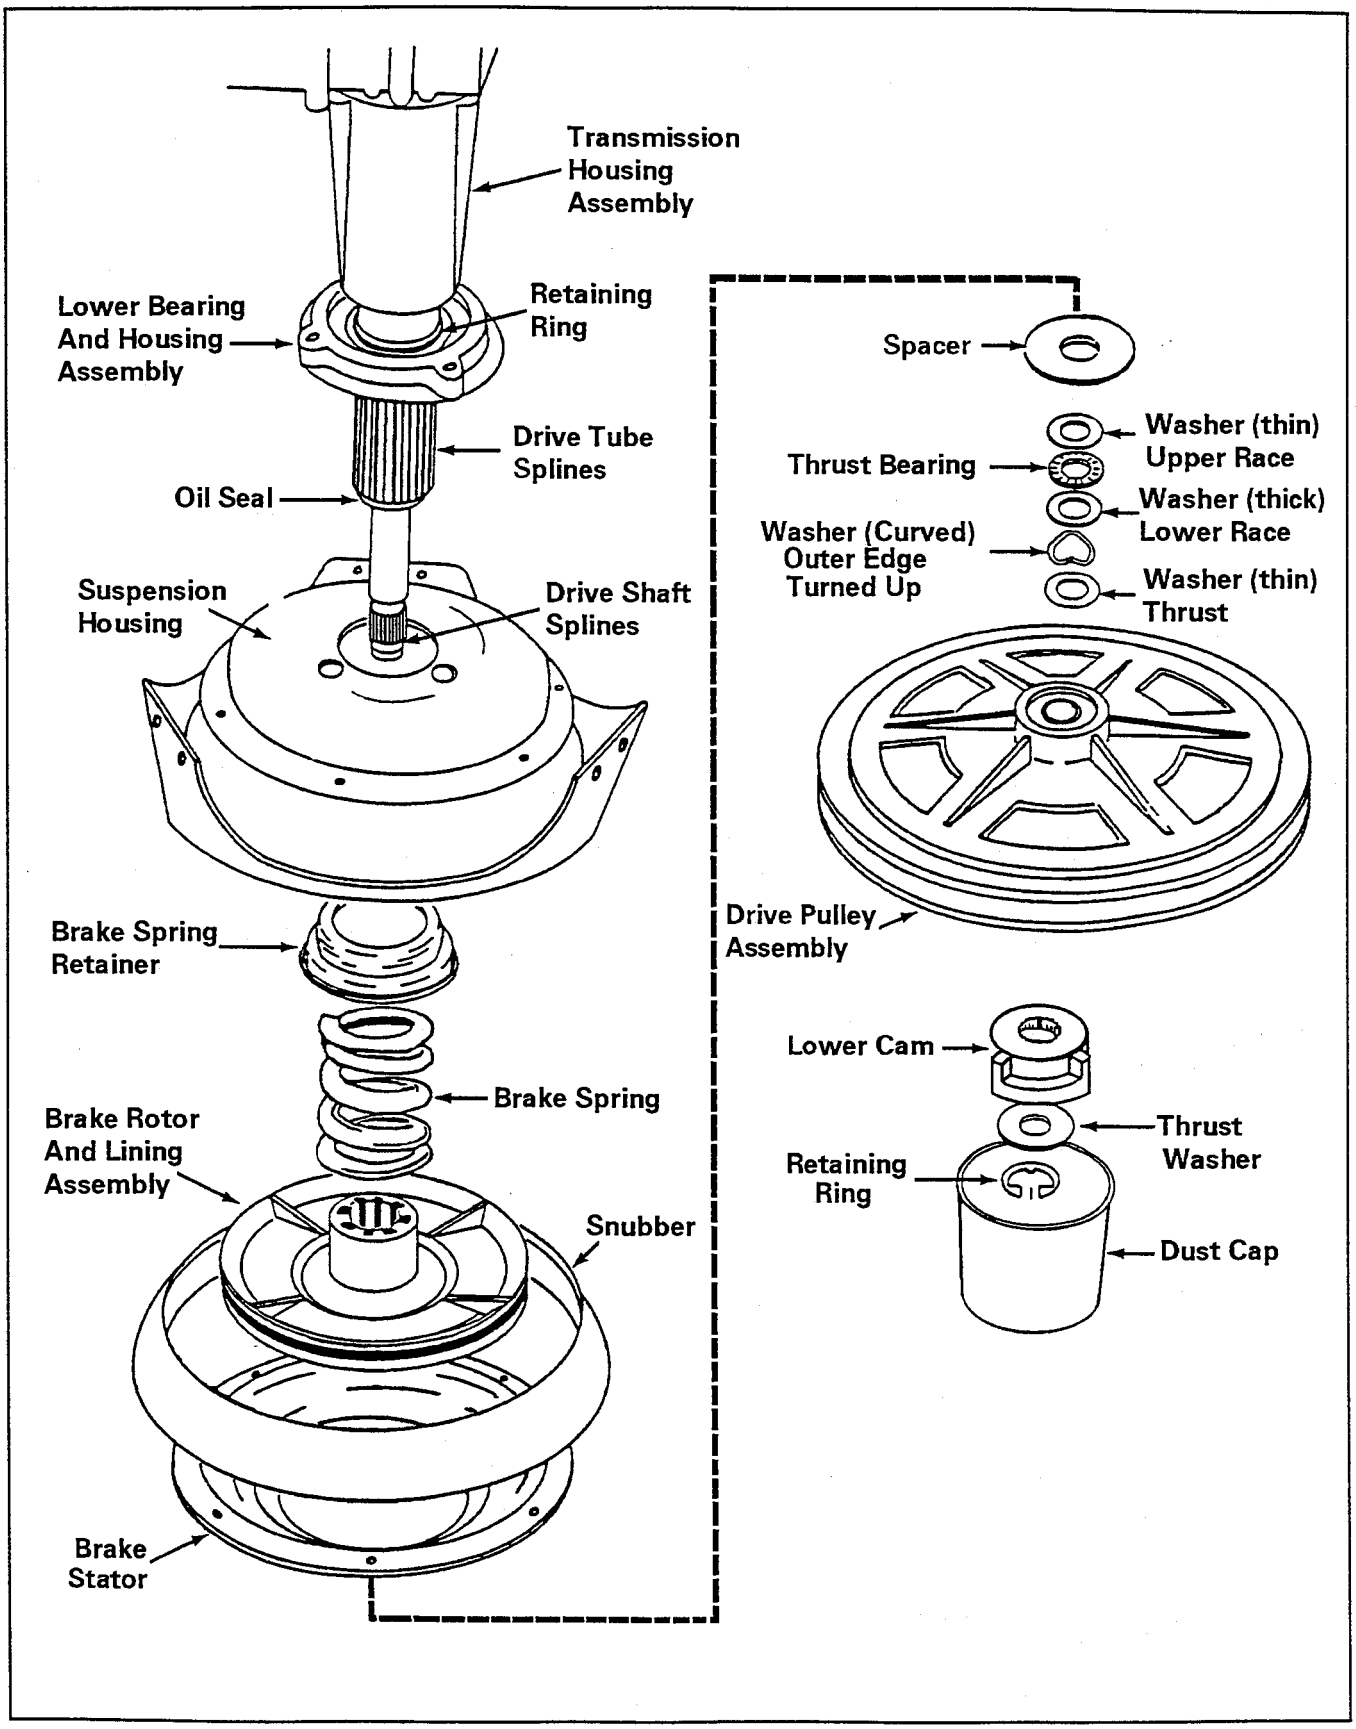

Figure 7-4
2. Remove the brake assembly to access the oil seal *(Figure 7-4)*.